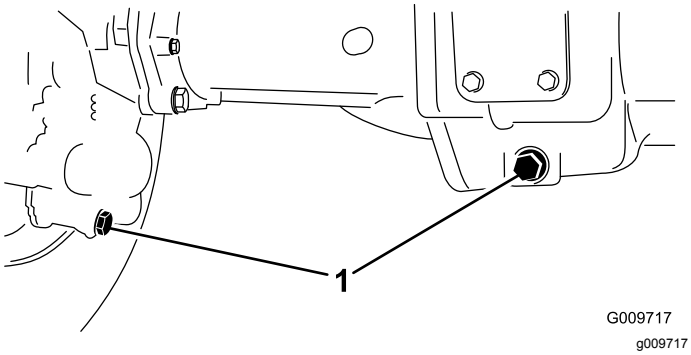

**Figur 69**
2. Gör rent runt de tre avtappningspluggarna, en på varje ände och en i mitten (Figur 69).